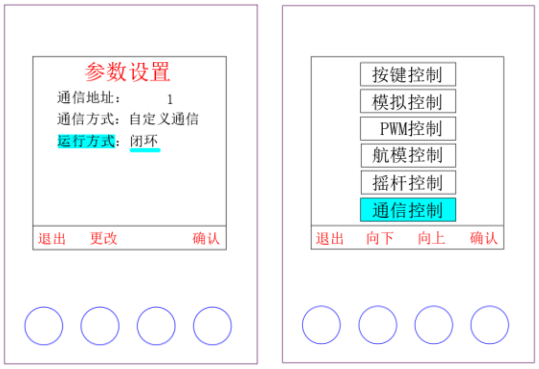

图 6.34 通讯闭环控制的运行模式和控制方式选择界面参数设置
- 运行模式可通过按键操作进入参数设置界面进行切换。如图 6.34。
- 控制方式可通过按键操作进入模式选择界面进行切换。如图 6.34。